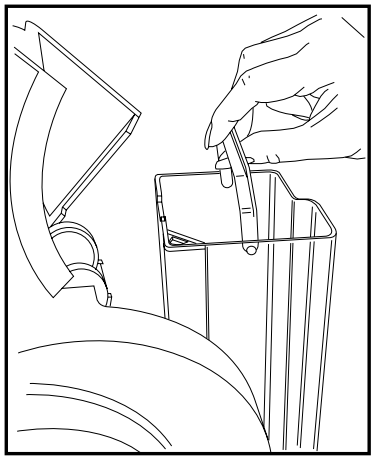

fig. 2
- Do not try to run the appliance with a converter on other current or hertz (HZ) cycle.
c. Use handle to remove water tank and fill with cold, fresh water (fig. 2).